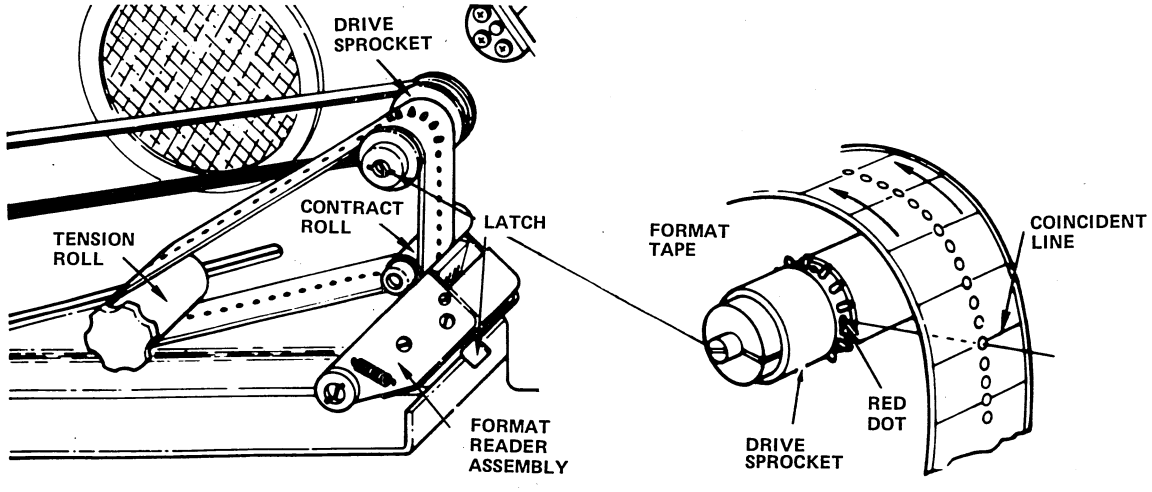

Figure 8-16. Format Tape Installation
4. Unlatch the format reader by pressing down on the latch (figure 8-16).
8. Install the new format tape on the drive sprocket so that the red coincidence dot on the sprocket is aligned with a coincidence line on the format tape (figure 8-16).